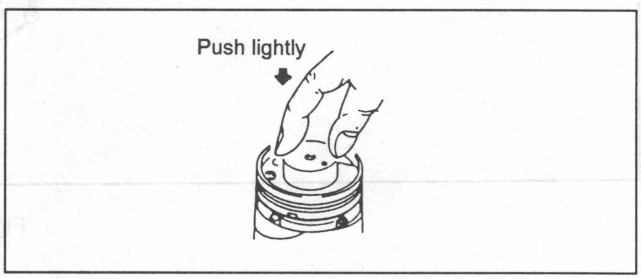

Fig. 7-49.
3) Remove jig Ⓒ and push the rotary upper drum in by hand, lightly. (See Fig. 7-49.) When it is not inserted all the way, tighten the two screws (M2 × 5) ❸ alternately to temporarily fix it.
4) Insert jig Ⓒ into the positioning hole Ⓓ again and confirm that it goes in smoothly. If not, loosen the two screws (M2 × 5) ❸ and adjust it by inserting a precision screwdriver into the hole.
5) Tighten the two screws (M2 × 5) ❸.